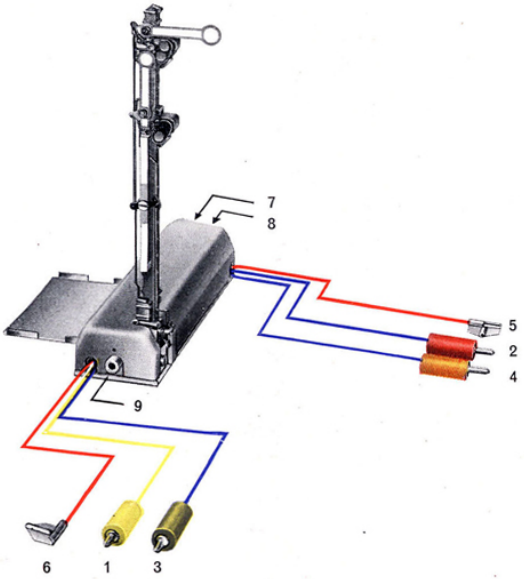
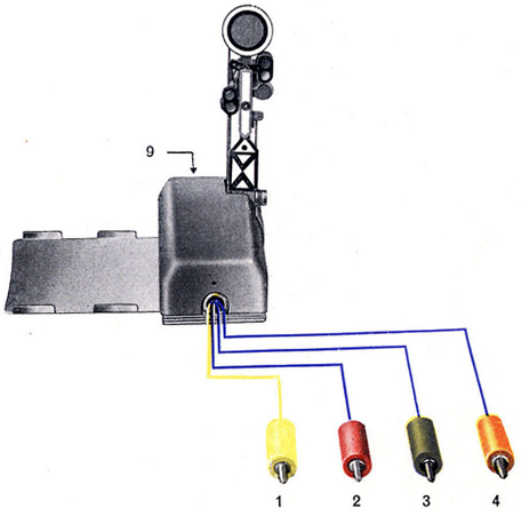

Fig. 2a Das ungekoppelte Hauptsignal 446/13 und seine Anschlüsse
Fig. 2b Vorsignal 446/3 und seine Anschlüsse
Bei allen Signalen mit Zugbeeinflussung ist grundsätzlich zwischen steuerndem und gesteuertem Strom zu unterscheiden. Die entsprechenden Anschlüsse werden am Signal 446/11 in Fig. 1b, am Signal 446/13 in Fig. 2a und am Vorsignal 446/3 in Fig. 2b gezeigt. Bei allen anderen Signalen sind die Anschlüsse in ähnlicher Weise angebracht. Der steuernde Strom wird jedem Signal durch die gelben Kabel mit gelbem Stecker (1) zugeführt und erzeugt in den Elektromagnetspulen den zum Stellen der Signale erforderlichen Magnetismus. Er wird durch die blauen Kabel mit rotem Stecker (2), die blauen Kabel mit grünem Stecker (3) oder auch durch die blauen Kabel mit orange Stecker (4) abgeleitet.